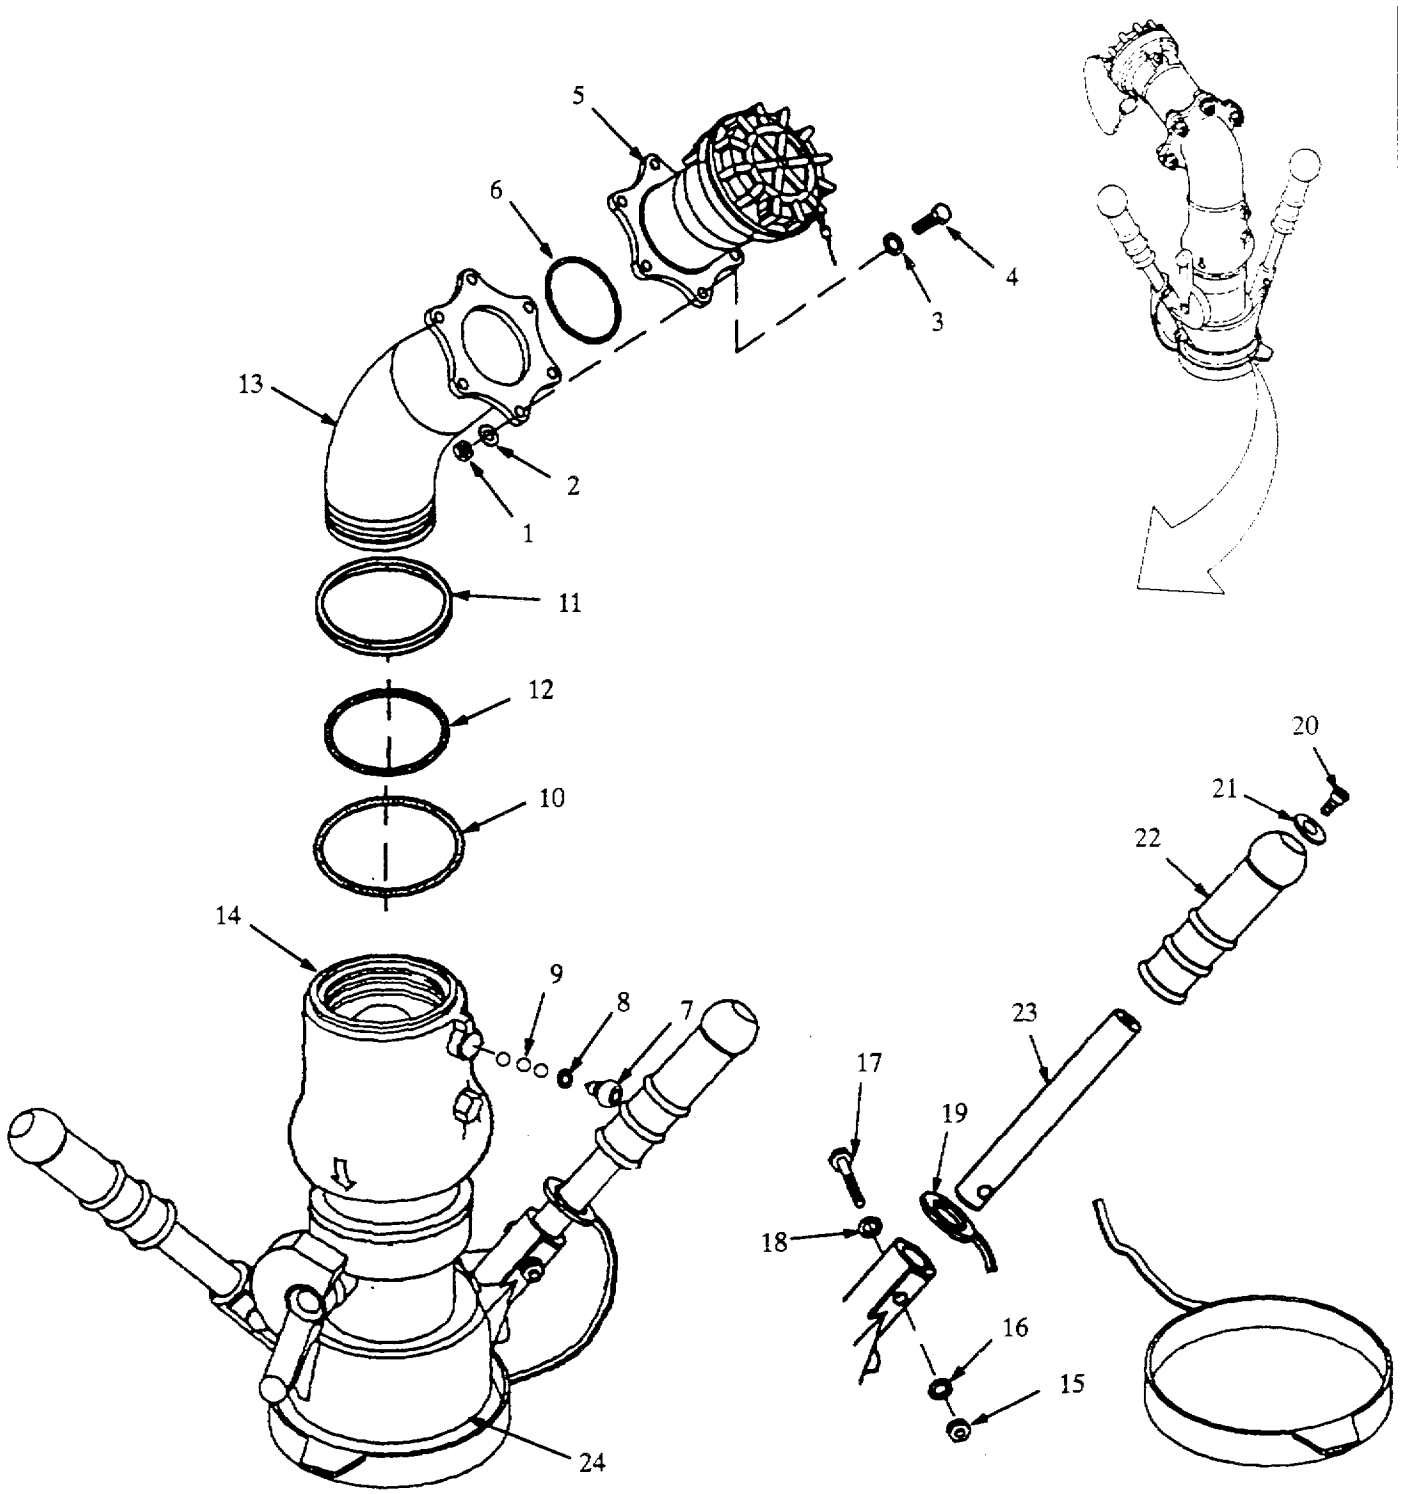

Figure 4-1A. Pressure Fuel Servicing Nozzle (D1) Repair.
a. Disassembly. Refer to figure 4-1A.
c. Inspection. Refer to figure 4-1A.
(1) Inspect inlet elbow (13) for cracks and corrosion. Check for scratches and abrasion at all sealing surfaces.
(2) Inspect regulator (14) for cracks, corrosion and damaged or missing parts.
(3) Inspect coupling adapter (5) for cracks, missing components and corrosion.
(4) Inspect collar (24) for cracks and corrosion.
e. Assembly. Refer to figure 4-1A.